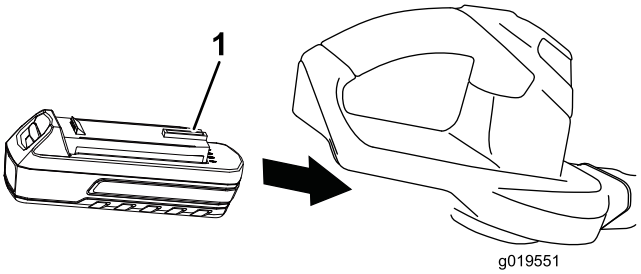

Figure 2
2. Align the tongue of the battery pack with the cavity in the handle housing, grasp the handle, and push the battery pack into the handle until the latch locks into place (Figure 2).